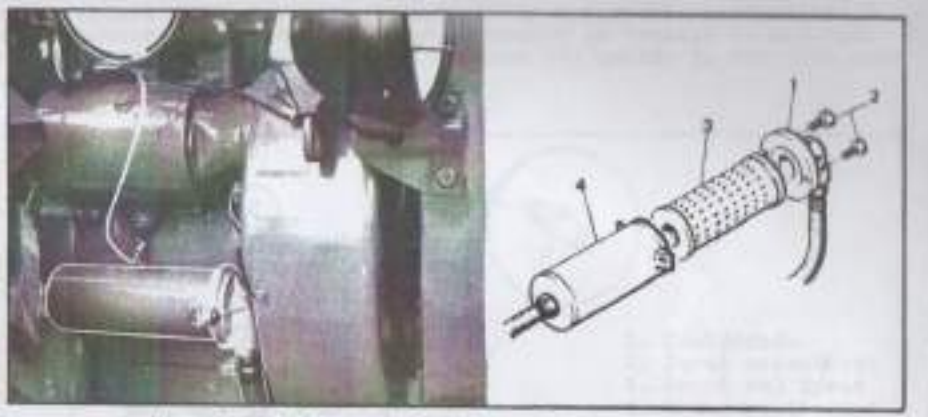

Fig. 13. Pulitura del filtro impianto idraulico
All'incirca ogni 1000 ore di lavoro effettuare la pulitura del filtro impianto idraulico. Procedere nel modo seguente (vedere la fig. 13): rimuovere la flangia d'entrata (1), togliendo le viti di fissaggio (2); levare la cartuccia (3) dal corpo del filtro (4).